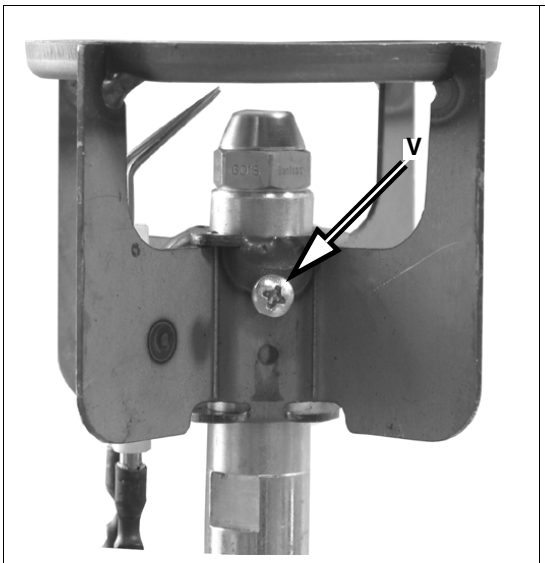
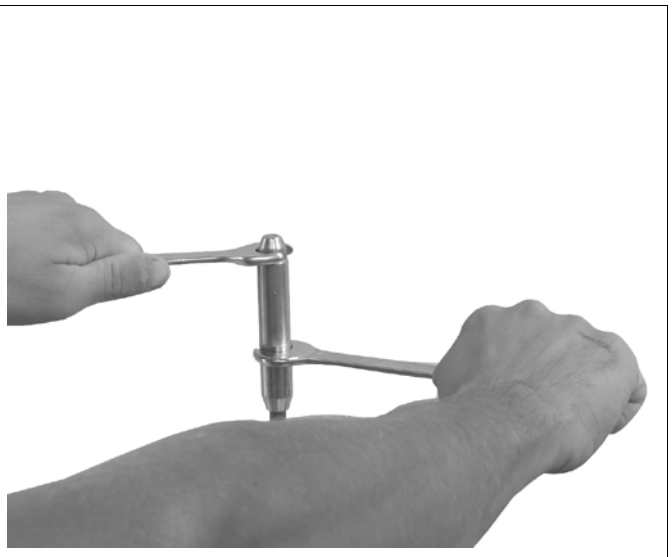

Рис. 49
Рис. 50
- Снять соединительний разъем **CE** электроклапана **EV2** (Рис. 49).
- Установить на место головку сгорания и закрепить ее 4-мя винтами **V1 - V4** (Рис. 49).
- Отвинтить винт **V**, который крепит головку сгорания и отсоединить головку сгорания от держателя форсунки.(Рис. 49 - Рис. 50).